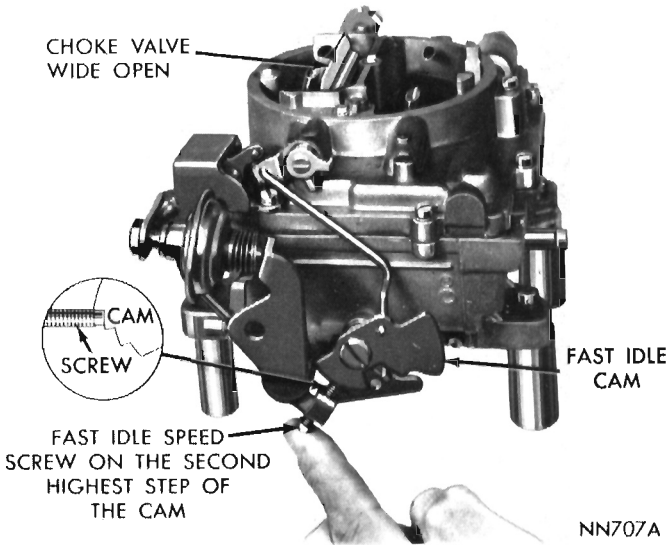

Fig. 20—Fast Idle Speed Adjustment (On Vehicle)
(1) With engine off and transmission in **PARK** or **NEUTRAL** position open throttle slightly.
(2) Close choke valve until fast idle screw can be positioned on the second highest speed step of fast idle cam (Fig. 20).